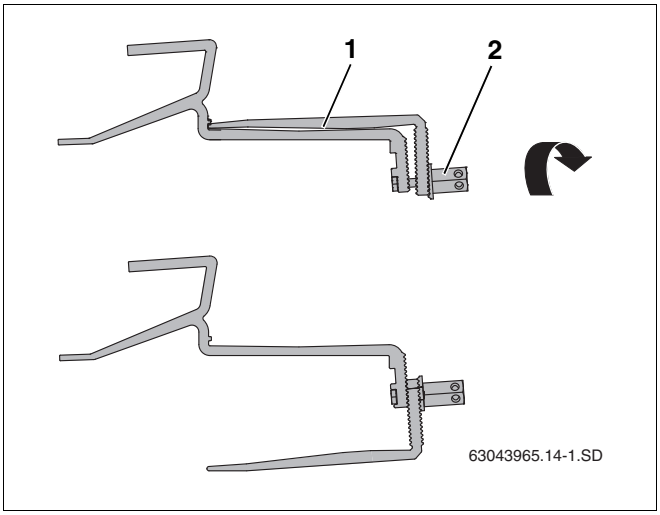

Рис. 12 Поворот нижней части кровельных крюков
- Отверните высокую гайку (рис. 12, **поз. 2**) на кровельном крюке и переведите его нижнюю часть (рис. 12, **поз. 1**) в правильное положение.